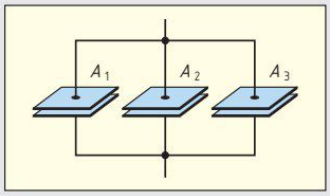

Bild 3: Parallelschaltung
4. Kondensatoren können in Parallelschaltung **(Bild 3)**, Reihenschaltung **(Bild 1, Seite 59)** oder Gruppenschaltung betrieben werden. Überlegen Sie anhand der Formel für die Kapazität eines Plattenkondensators, welche Auswirkungen die Parallel- bzw. Reihenschaltung von Kondensatoren auf die Plattenfläche, den Plattenabstand und die Ersatzkapazität (Gesamtkapazität) hat.